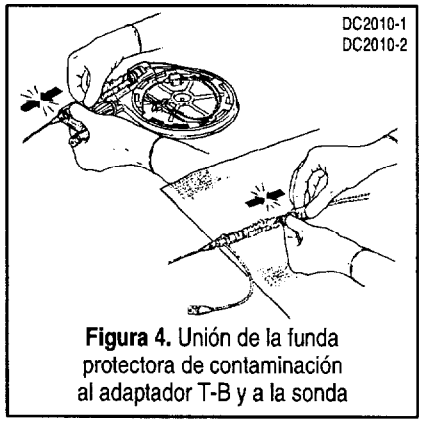

Figura 4. Unión de la funda protectora de contaminación al adaptador T-B y a la sonda
5. Conecte el extremo distal de la funda protectora de contaminación de la sonda al adaptador T-B. Quite la sonda y el adaptador T-B del dispensador y, para conservar la esterilidad de la sonda, conecte el otro extremo de la funda protectora al extremo proximal de la sonda (Figura 4).